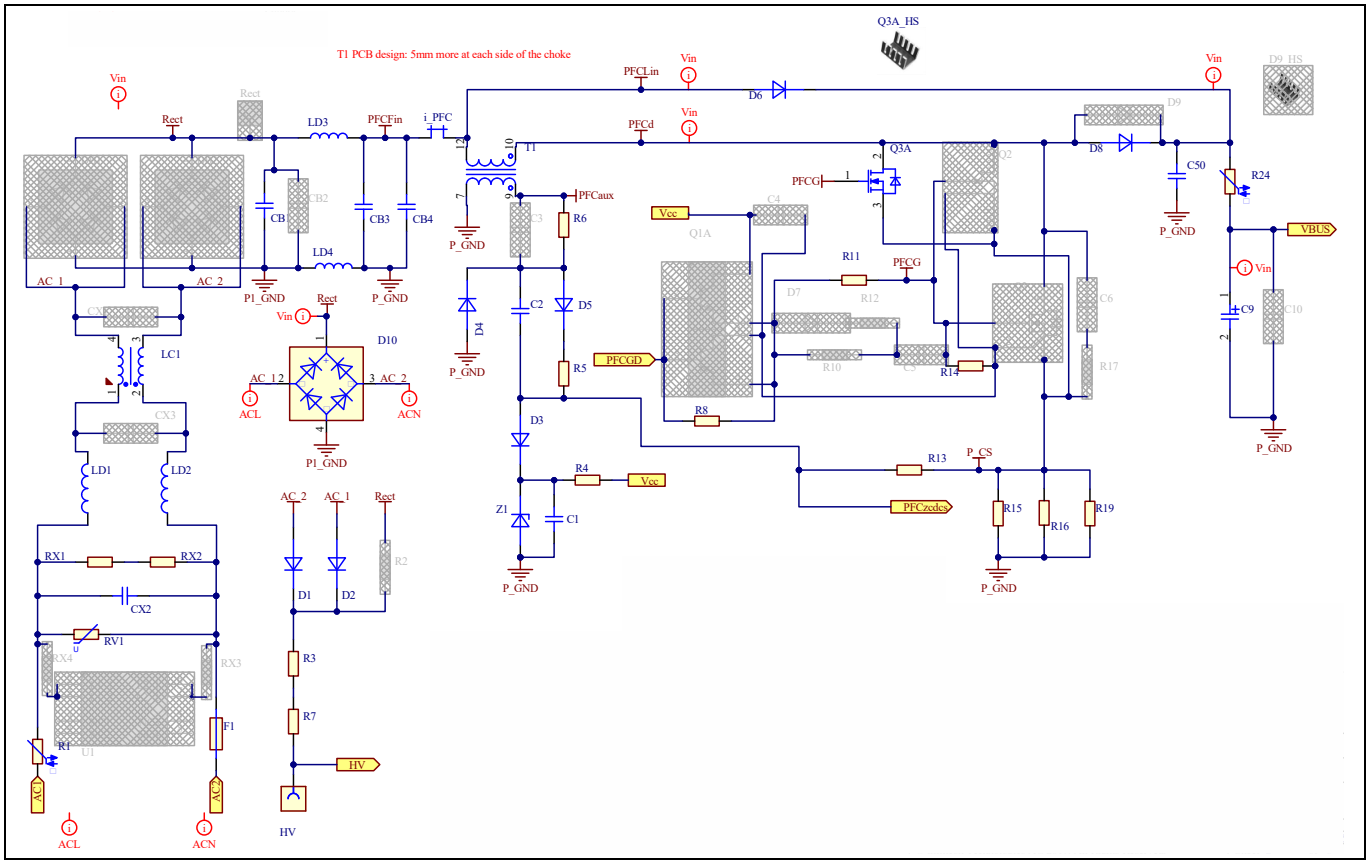
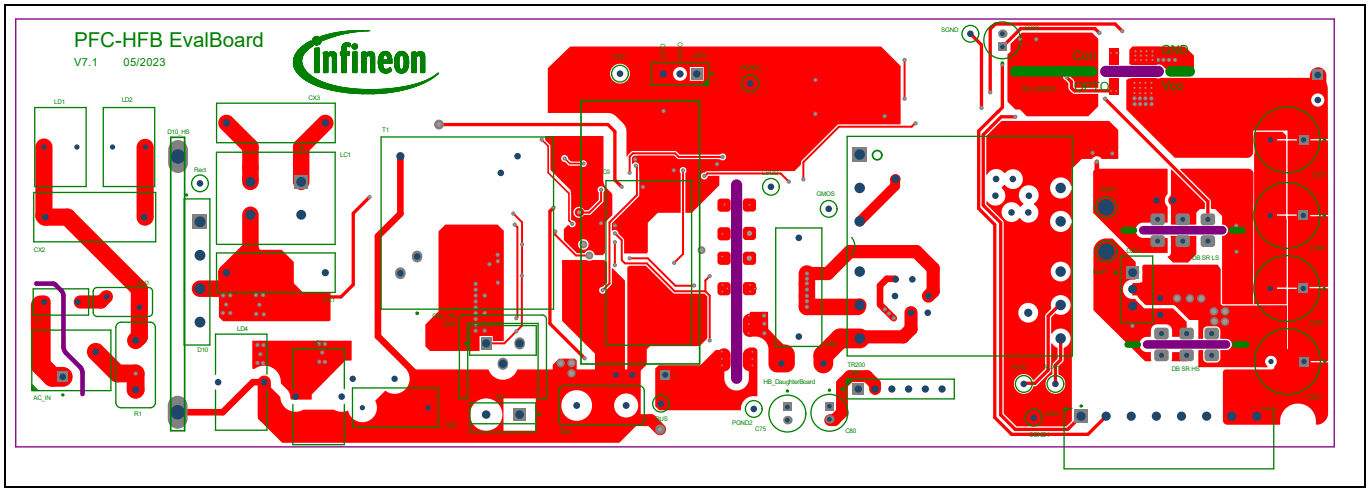
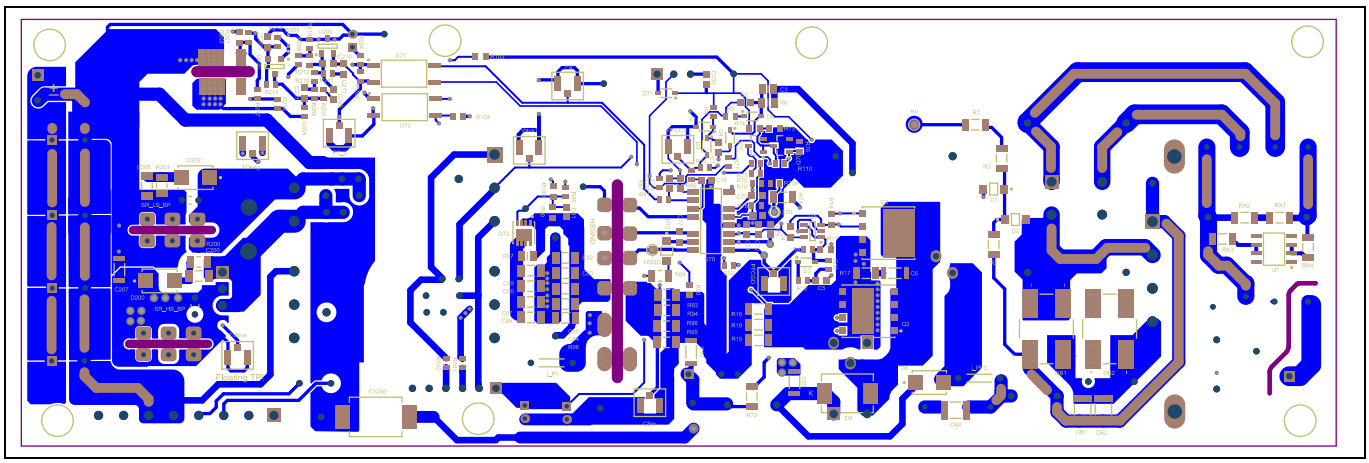

Figure 3 PFC stage schematic
Figure 5 Main board PCB: top side
Figure 6 Main board PCB: bottom side
The schematic and PCB layout of the main board are shown in Figure 3 to Figure 6. It can be seen that the evaluation board allows for further optimization by providing assembly variants. Not-assembled parts are grayed out in the schematics.
Figure 3 shows the power circuitry of the AC input and PFC stage, including the input protection and EMI filter (RV1, CX2, LC1, D10, CB1, CB2, LD3, LD4, CB3, and CB4; devices LD1 and LD2 are shorted with a wire and therefore shown as "fitted"), and the start-up cell external circuit (D1, D2, R3, and R7). The PFC zero-crossing detection (ZCD) and current sensing (CS) signals are combined into a single signal, PFC_{zcdcs}, which is connected to IC pin PFCCS. The voltage at the PFC auxiliary winding, which is coupled to the PFC main inductance (T1), is processed by the devices R6, D4, D5, R5, C2, D3, Z1, C1, and R4 to generate the ZCD signal, where D4 is for the negative clamping, and the network D3, Z1, C1, and R4 limits the positive voltage of the ZCD signal. Per resistor R13, the ZCD signal is effectively de-coupled from the PFC CS resistors R15, R16, and R19, which provide the CS
To keep system costs low, two-layer PCBs are used for all boards except the USB PD EPR-board. Figure 5 and Figure 6 show the PCB layout of the main board.